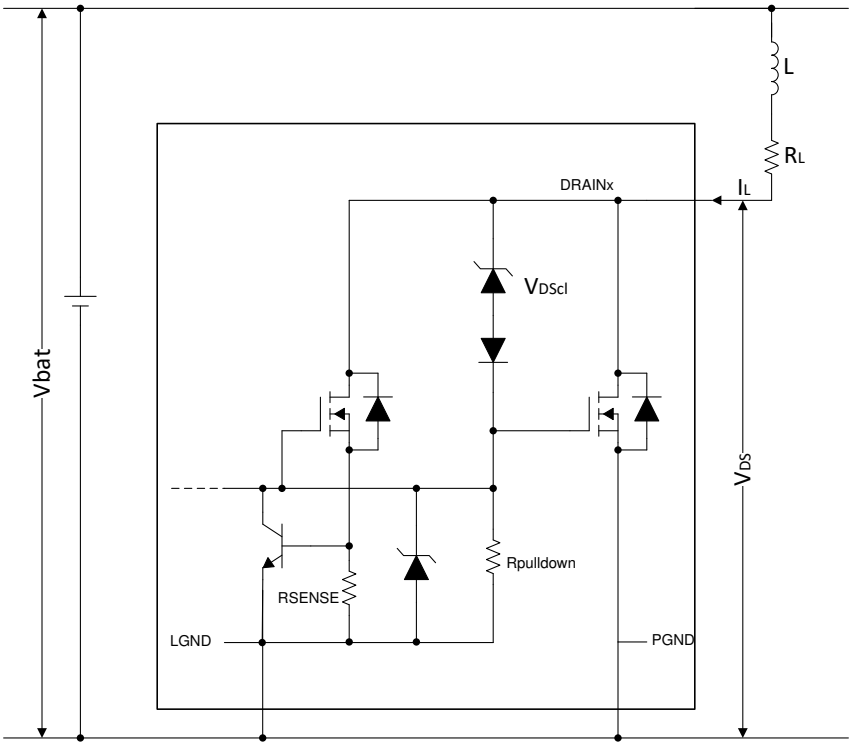

Figure 8-1. Output Clamp Implementation
When switching off inductive loads, the potential at pin OUT rises to VDS(CL) potential, because the inductance intends to continue driving the current. The clamping voltage is necessary to prevent destruction of the device. See Figure 8-1 for the clamping circuit principle. Nevertheless, the maximum allowed load inductance is limited.